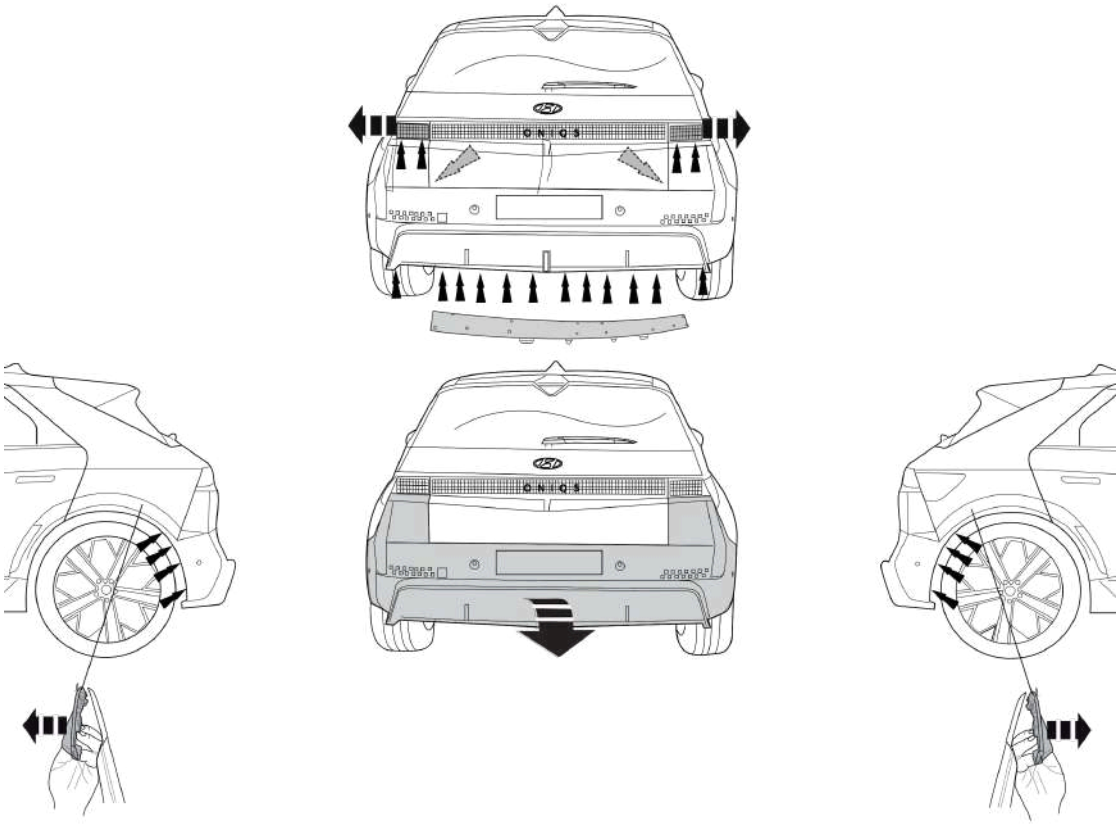

Fig. 1
1. Demonter baglysenhederne. Demonter kofangeren, inklusive køretøjets stødbjælke. Se fig. 1.
1. Zdemontować zespóły tylnych świateł. Zdemontować z pojazdu zderzak wraz ze belką zderzakową. Patrz rysunek 1.
1. Снять оба блока задних фар. Снять бампер вместе со буферным брусом автомобиля. См. рисунок 1.